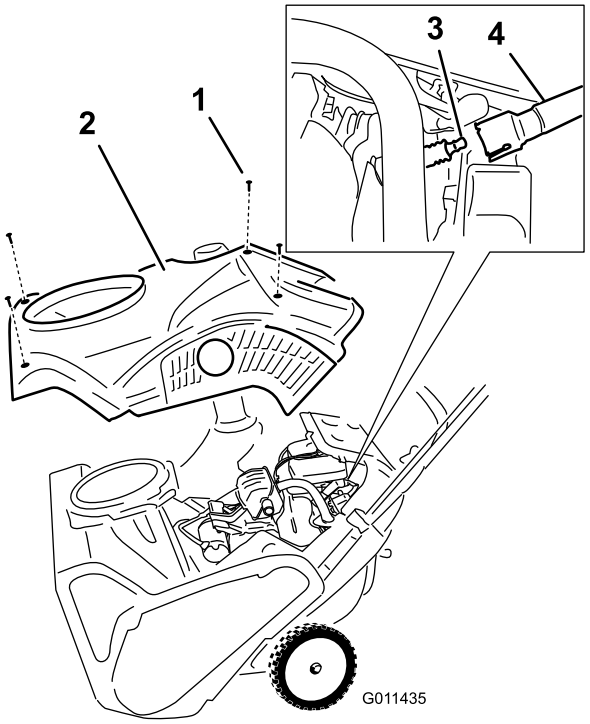

Figur 34
4. Fjern de fire skruene som fester dekselet (Figur 34).
1. Skrue (4)
6. Fjern dekselet (Figur 34).